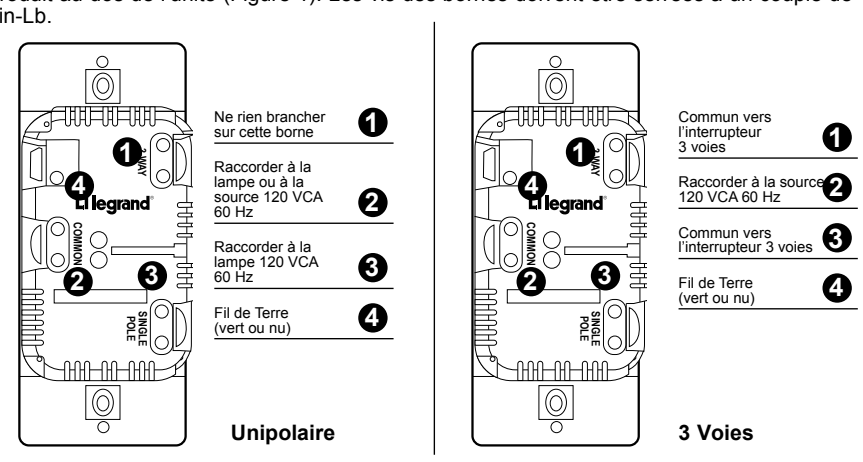

Figure 1
5. Connecter le gradateur comme illustré sur le schéma de câblage en utilisant des conducteurs en cuivre massifs ou torsadés de calibre 12 ou 14 AWG. Dénuder les fils en utilisant le gabarit reproduit au dos de l'unité (Figure 1). Les vis des bornes doivent être serrées à un couple de 14 à 16 in-Lb.